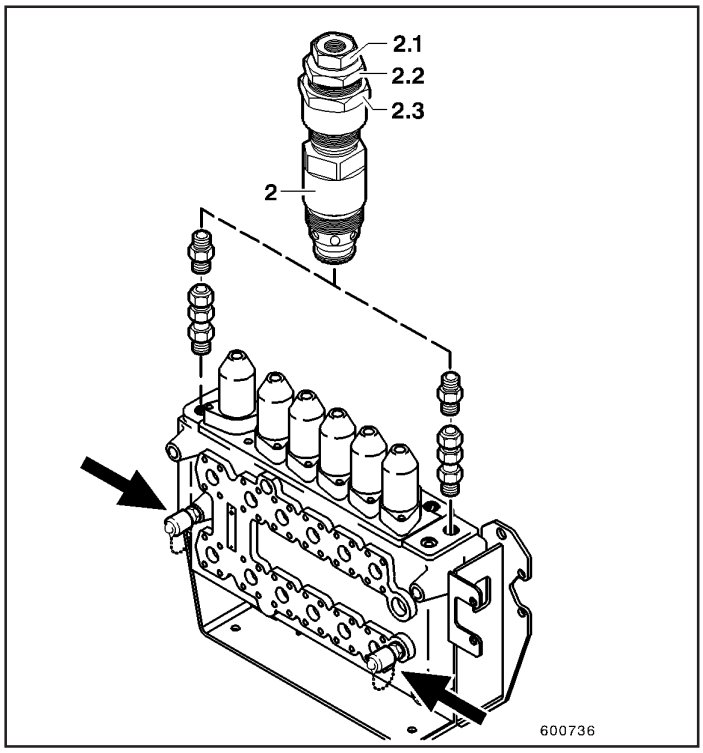

Fig.2
- Para verificar a pressão das válvulas secundárias ajuste a pressão dos estágios de abertura de pressão (corte) das duas válvulas primárias (2, Fig. 2) como segue: